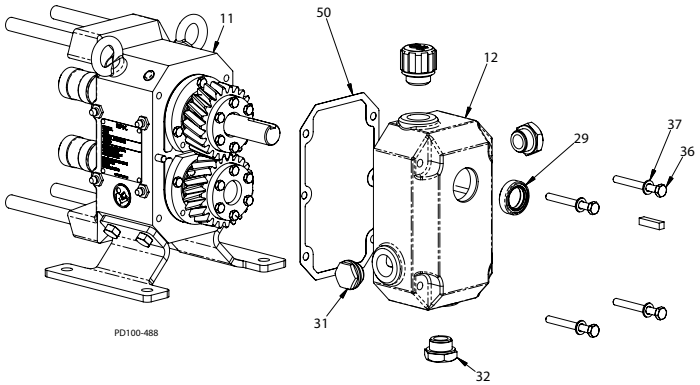

Figura 36 - Rimozione del coperchio della scatola ingranaggi
3. Rimuovere le viti a brugola (Figura 36, articolo 36) e le rondelle (articolo 37), quindi rimuovere il coperchio (articolo 12).
6. Rimuovere la guarnizione (Figura 36, articolo 50) e gettarla. Raschiare accuratamente i residui di guarnizioni dalle superfici di accoppiamento del coperchio degli ingranaggi (articolo 12) o dalla scatola ingranaggi (articolo 11).